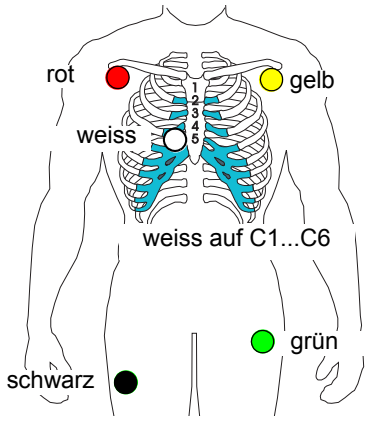

Abb. 4.5 4- und 10-poliges Kabel
1. Anlegen der Elektroden gemäss Abbildung Abb. 4.4 oder Abb. 4.5.